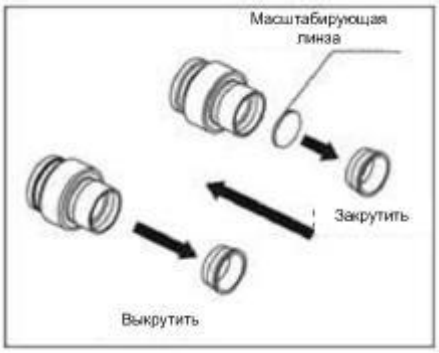

Рис.6.
- Выкрутите фиксирующее кольцо окуляра (см. Рис. 6)